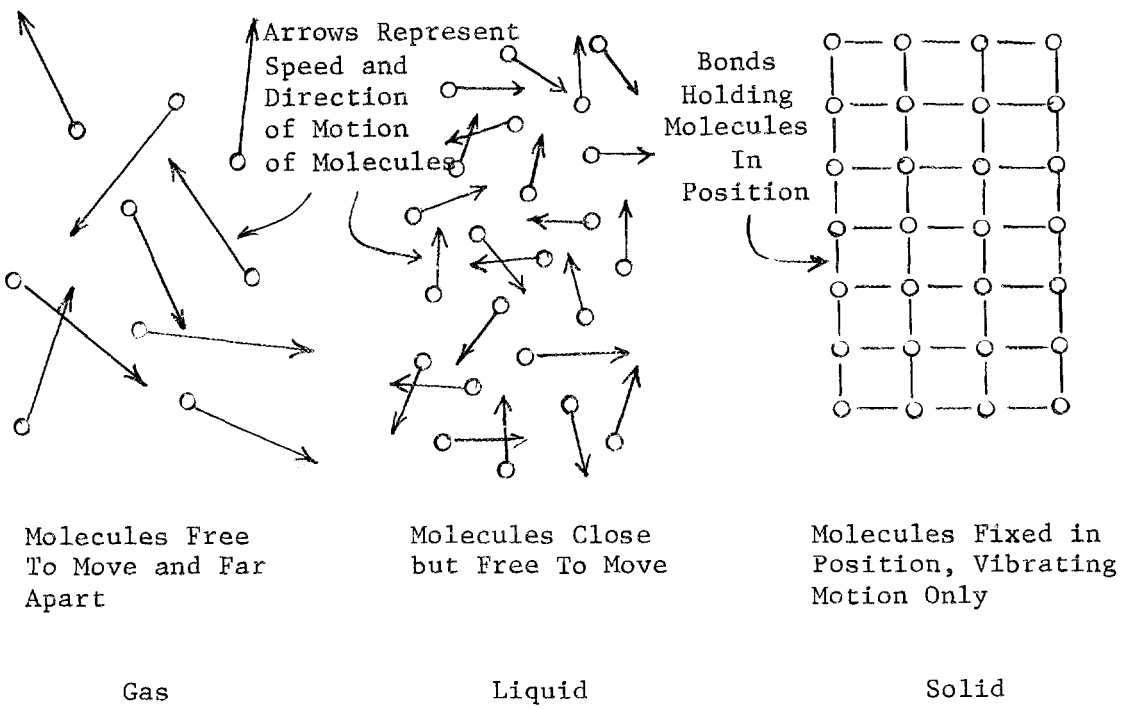

Fig. 2.1. Three Forms of Matter
8. The molecules of liquids are much closer together and are moving at slower speeds. The molecules of solids are so close together that bonds develop between them which hold them in rather definite positions, as illustrated in Fig. 2.1.